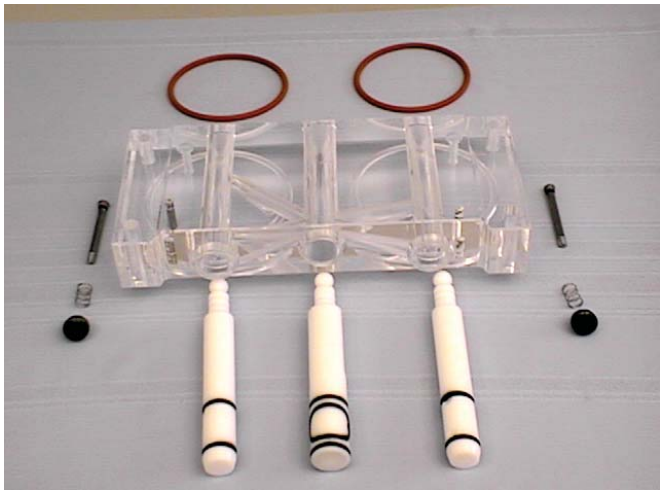

Figure 3-9 Front Door Assembly
I. Install the spigots through the bottom of the front door (see Figure 3-9).